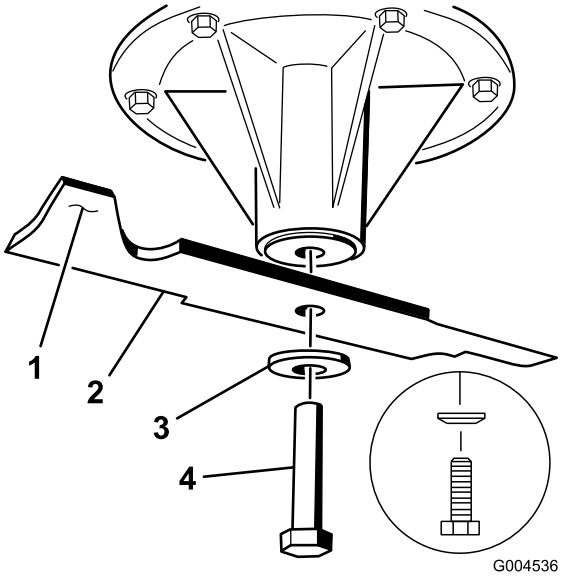
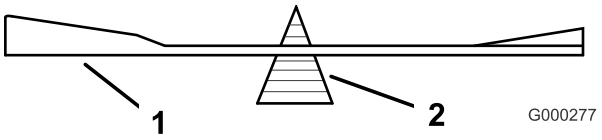

Figur 80
Figur 82
2. Avlägsna knivbulten, den böjda brickan och kniven från spindelaxeln (Figur 80).
2. Kontrollera knivens balans med en knivbalanserare (Figur 82). Om kniven stannar kvar i ett horisontellt läge är den i balans och kan användas. Om kniven inte är balanserad kan du fila bort lite metall från knivens segeldel (Figur 80). Upprepa proceduren tills kniven är balanserad.